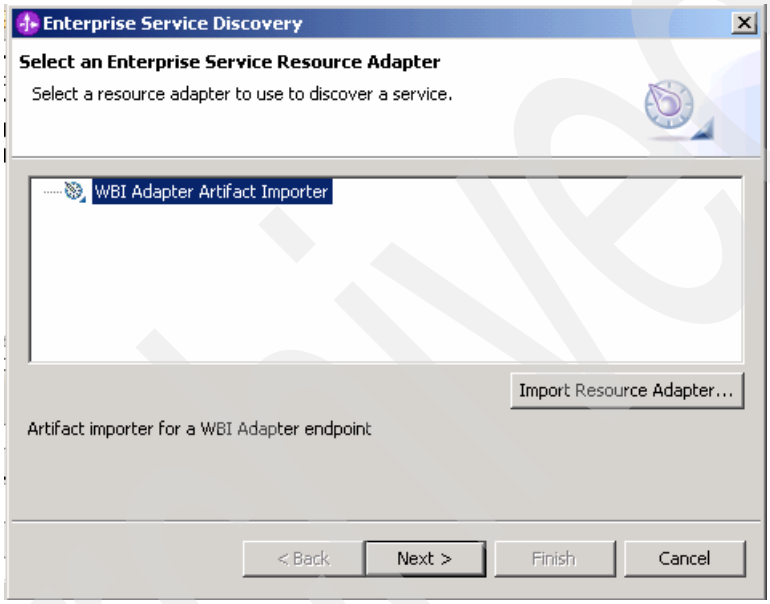

Figure 12-27 The Enterprise Service Discovery wizard
2. In the Enterprise Service Discovery window (Figure 12-27), click the **Import Resource Adapter** button.